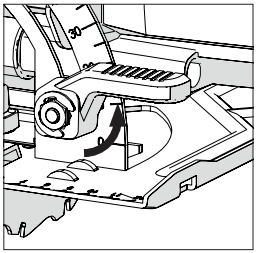

Rys. 13
- Należy poluzować mechanizm blokady ukosu znajdujący się z przodu urządzenia poprzez uniesienie dźwigni. **(Rys. 13)**